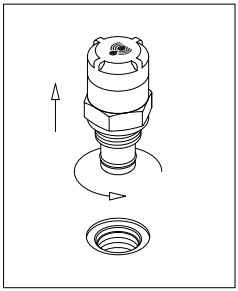
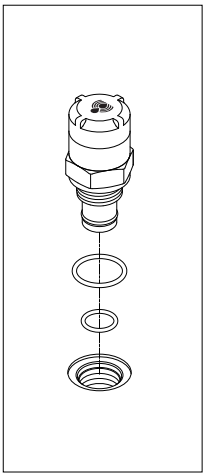

fig. 6
fig. 14
- (Fig. 6) Unscrew the indicator body
- (Fig. 14) Replace the O-rings of the indicator body. For the mounting/dismounting of the indicator, please refer to the paragraph “Clogging indicator replacement” above (Fig. 6÷7)